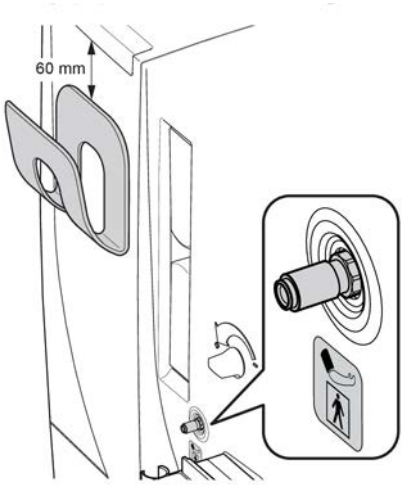

Figure 2-10. BPM: connector and cuff holder
2) Mount the cuff holder according to Figure 2-10 “BPM: connector and cuff holder” on page 27.